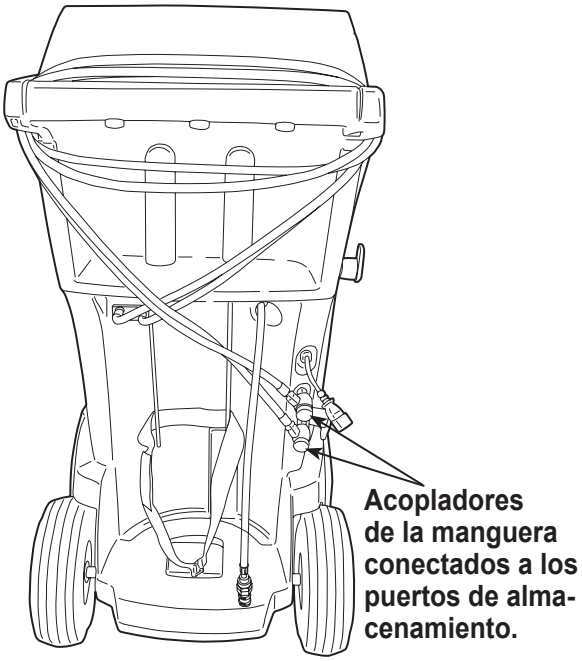

Figura 14
2. Enrolle las mangueras de servicio alrededor de la manija dos veces y conéctelas a los puertos de almacenamiento. Consulte Figura 14.